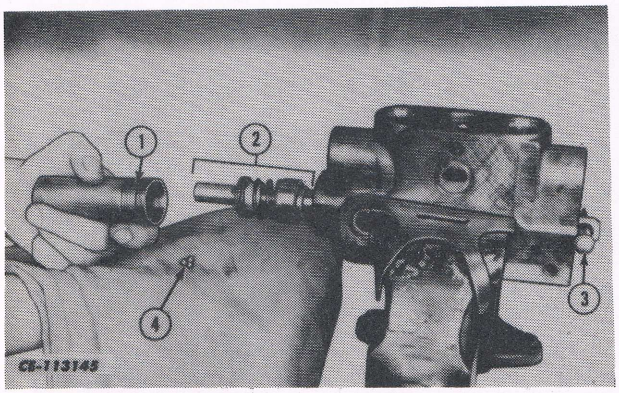
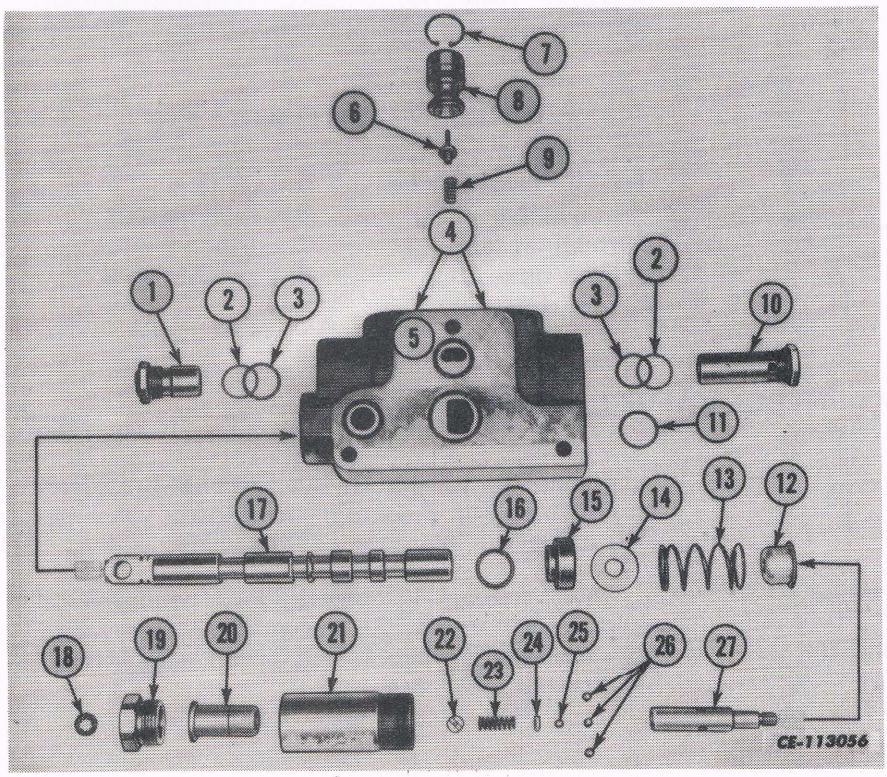

Fig. 8
Fig. 10
DISASSEMBLY (Refer to Fig. 10)
2. Remove the circuit relief valve capsule from the spool control end and the plug from the spring end of the valve body (5). Remove the "O" rings and back-up washers from the valve body.
3. Clamp the valve body in a vise with brass jaws as shown in Fig. 8. Loosen the control valve cap (19) and sleeve assembly. See Fig. 10.
4. Insert a punch through the spool as illustrated. Hold a rag beneath the sleeve. Then firmly pull the sleeve off the spool. The detent balls will fall into the rag. See Fig. 8.
6. Remove the control valve cap (19) from the cap retaining sleeve (21). Remove the position control sleeve (20). See Fig. 10.
7. If the centering spring actuator (27) requires service, remove the spring retaining plug. Record the position of the plug for reference during reassembly. Remove the detent actuating ball (25) and washer (24). See Fig. 10.